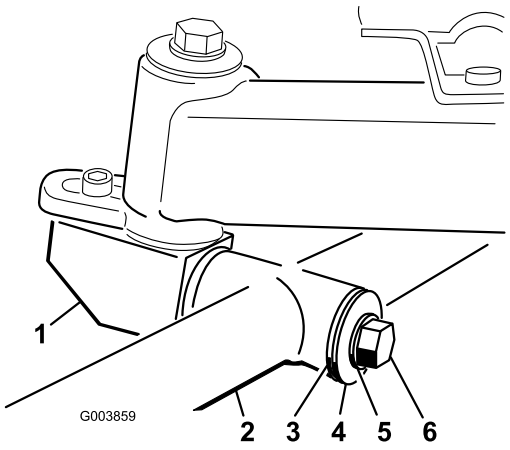

**Figuur 9**
5. Breng de bevestigingsas van het maaidek in lijn met de draaibuis op het draagframe. Steek de as in de buis (Figuur 9).
6. Zet de as vast in de buis met een drukring, platte ring, borgring en bout (Figuur 9).